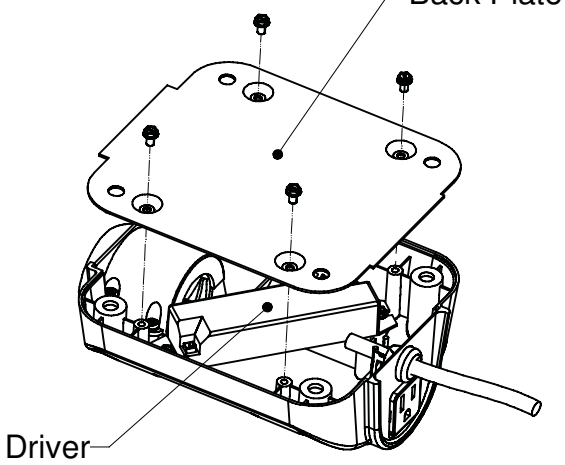

Fig. 4
2) Remove "Back Plate" by removing 4 screws as shown. (See Fig. 4)